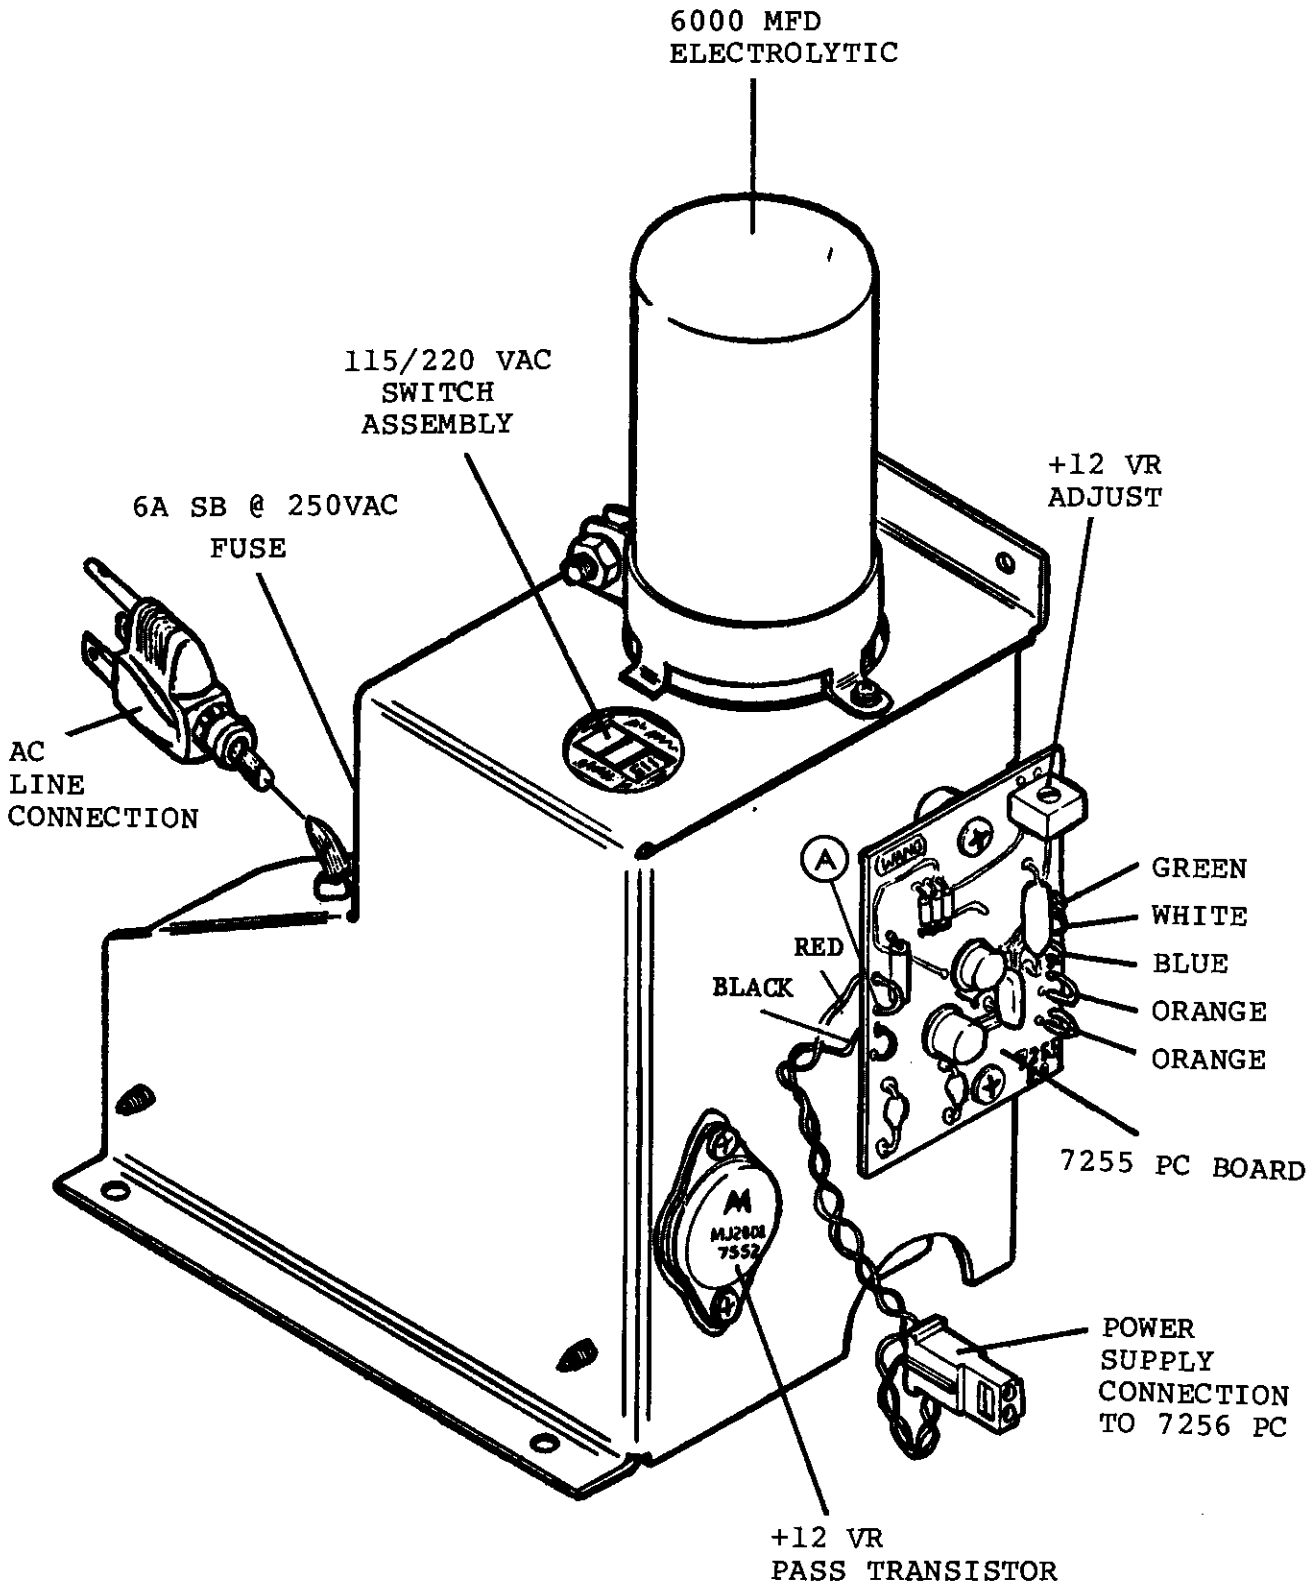

FIGURE 7-6 POWER SUPPLY MODULE FOR WANG DISPLAYS
2. For models with a power supply module, adjust the +12VR on the 7255 for +12.00 vdc ± .10 vdc. See Figure 7-6.